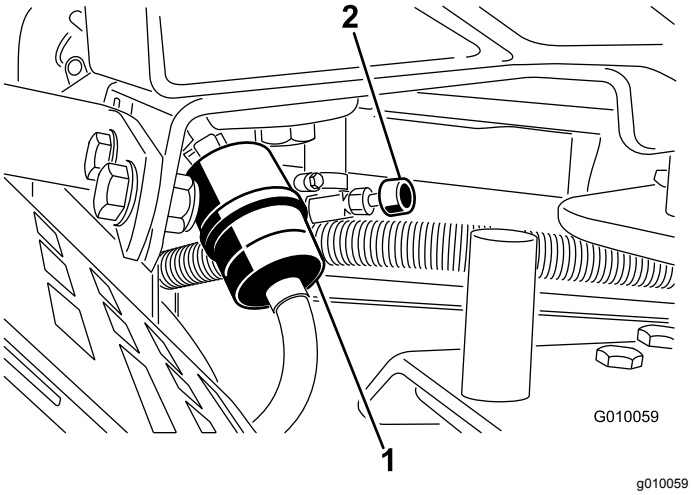

Figuur 50
2. Sluit de brandstofklep (Figuur 50).
3. Druk de uiteinden van de slangklemmen naar elkaar toe en schuif ze weg van het filter (Figuur 50).
5. Monteer een nieuw filter en schuif de slangklemmen terug tot dicht bij het filter (Figuur 50).
7. Open de brandstofafsluitklep (Figuur 50).
3. Maak de slangklem op het brandstoffilter los en schuif deze over de brandstofslang weg van het brandstoffilter (Figuur 50).
4. Trek de brandstofslang van het brandstoffilter (Figuur 50). Open de brandstofafsluitklep en laat de benzine in een benzinevat of een opvangbak lopen.
5. Plaats de brandstofslang op het filter. Schuif de slangklem dicht op het filter om de brandstofslang vast te zetten (Figuur 50).